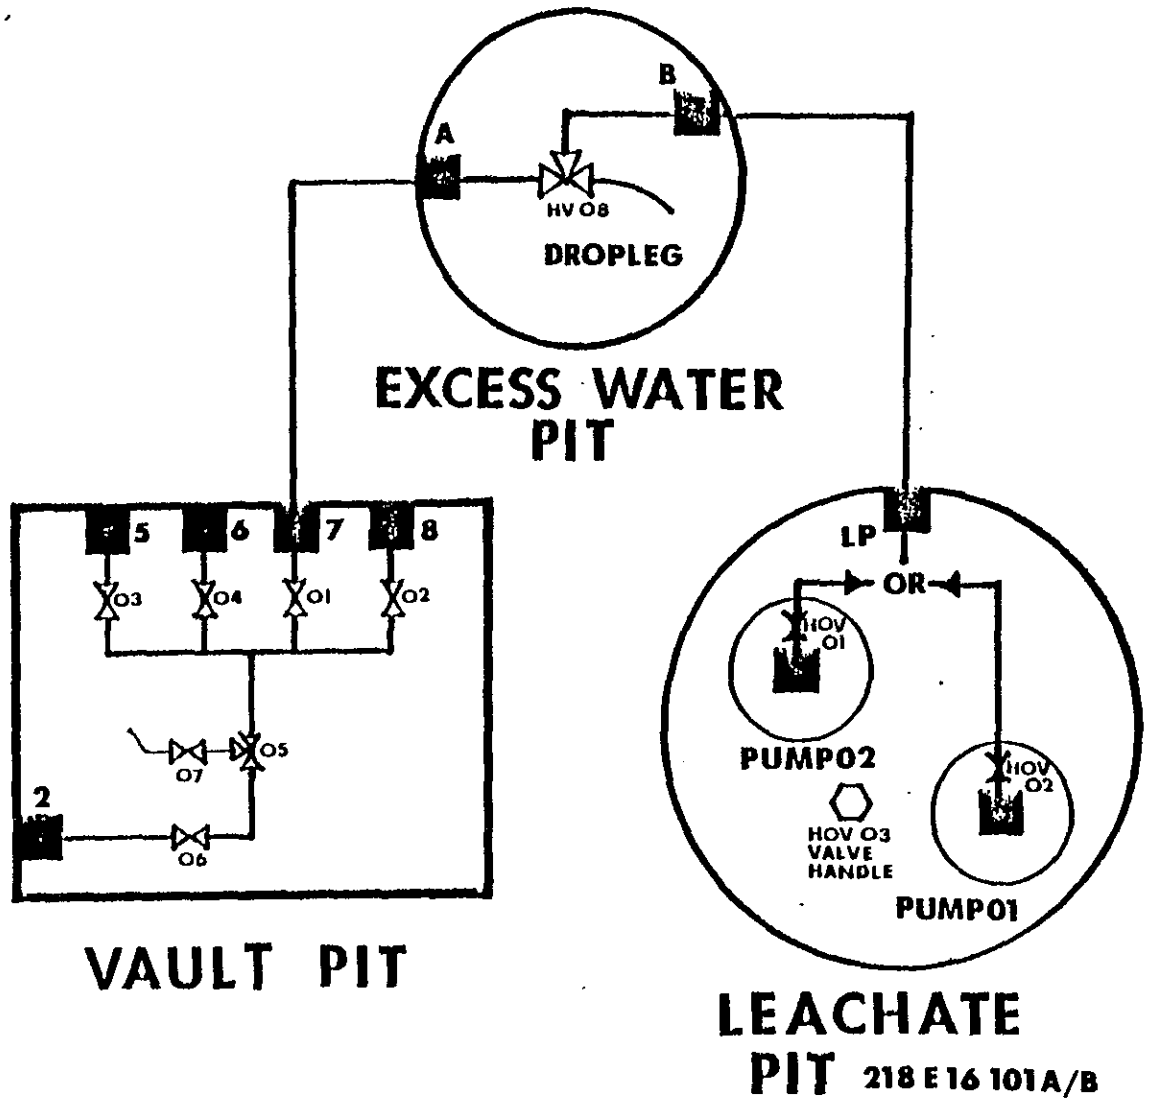

FIGURE 4 - TRANSFER LEACHATE TO VAULT TRANSFER SCHEMATIC
- Proper vault process jumpers are in place per TRANSFER LEACHATE TO VAULT TRANSFER SCHEMATIC, Figure 4, and confirmed with routing board at 272-AW